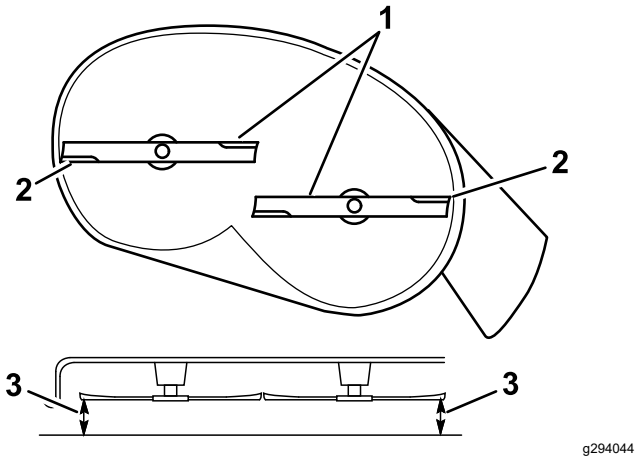

Figur 66
5. Mät mellan de yttre knivseggarna och den plana ytan (Figur 66).